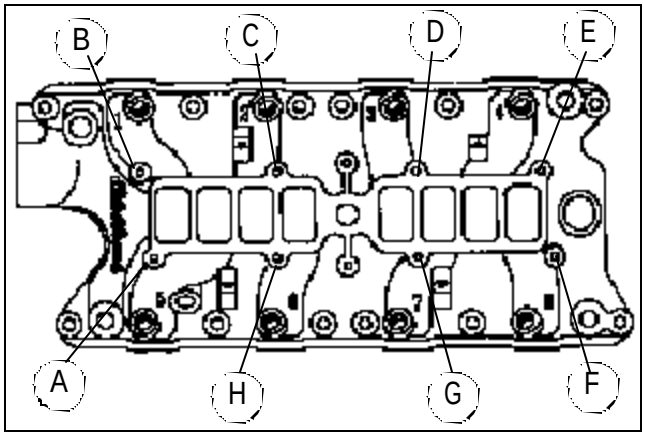

Figure 1 - Intake Manifold top-to-bottom faster locations
4. Install upper-to-lower manifold gasket (dry), fiber laminate spacer, another upper-to-lower manifold gasket, and upper manifold using hardware supplied *(see Figure 1 and Fastener Location Chart).* Upper manifold must be positioned so that the throttle body is on the passenger's side of the vehicle, not the driver's side.